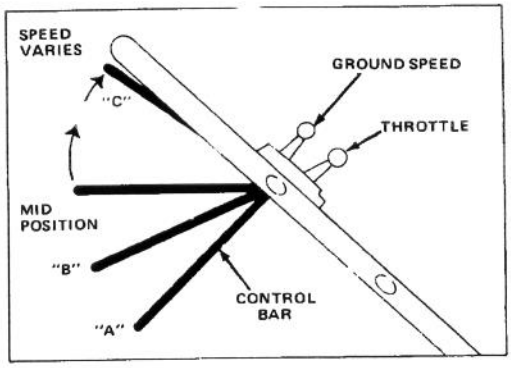

Figure 9
1. CONTROLS—Ground speed control, throttle, and control bar are on upper handle (Fig. 9). Fingertip starter is on top of engine.
3. STARTING—Move ground speed control to "N" and throttle to FAST. Pull fingertip starter out until positive engagement results; then pull vigorously to start the engine. Regulate throttle as desired when engine starts (Fig. 9). If engine does not start after 2 or 3 pulls, wait 10 seconds for carburetor prime well to refill with gasoline
5. STOPPING (Fig. 9) — Release control bar to stop blade and traction drive. Move ground speed control to "N". To stop engine, move throttle to OFF. Pull wire off spark plug if mower is unattended or not used.